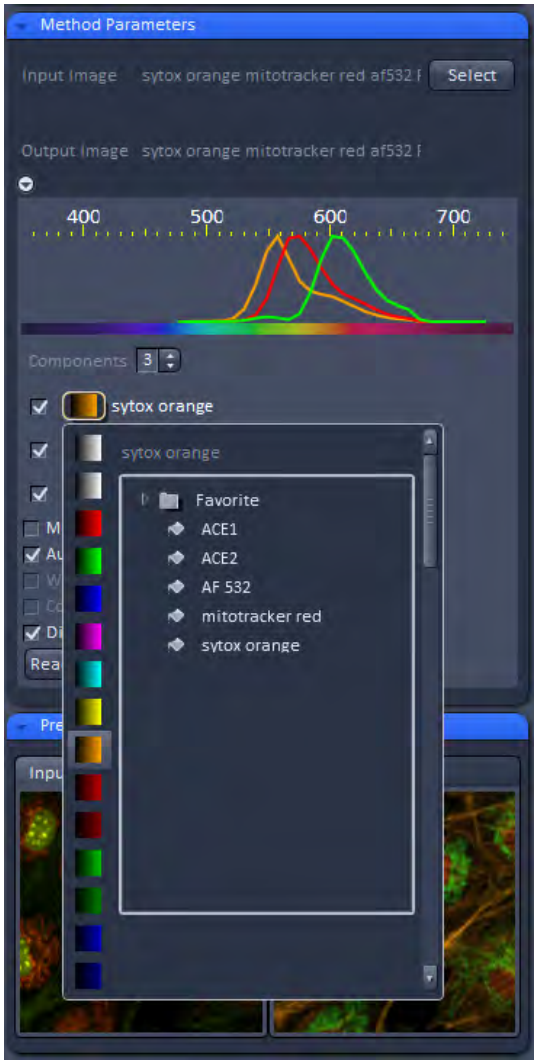

Fig. 411 Spectra and LUT assignment
- Select the sample-specific fluorescence dye reference spectra from the Spectra Database (Fig. 411).